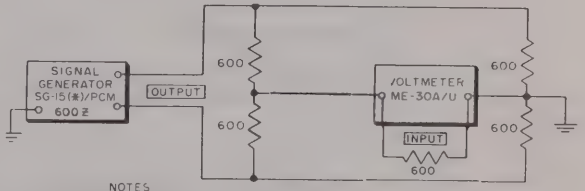

Figure 7–15. Signal Generator SG–15(*)/PCM, test circuit for adjusting longitudinal output.
Capacitor C35 (fig. 7–2) is a trimmer capacitor which is used to minimize longitudinal output—that is, to compensate for any difference in capacitance to ground which may exist between the two branches of the output circuit of transformer T2.
b. Use Voltmeter ME–30A/U and the five 600-ohm precision resistors to connect the signal generator into the test circuit shown in figure 7–15.